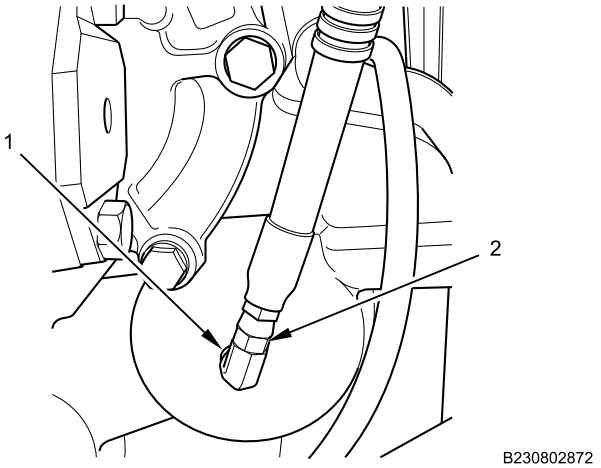

Figure 11. Front of Transfer Case.
6. Connect front transfer case oil cooling hose (Figure 11, Item 2) to transfer case fitting (Figure 11, Item 1). Tighten fitting securely.